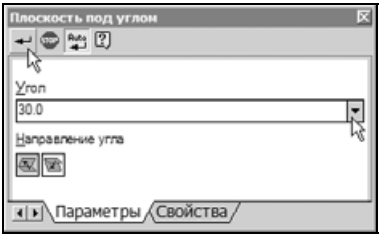

Рис. 8.60
- Войдите в режим редактирования плоскости **Угол между 1 и 2 участком** и введите новое значение угла наклона плоскости 30 (рис. 8.60).